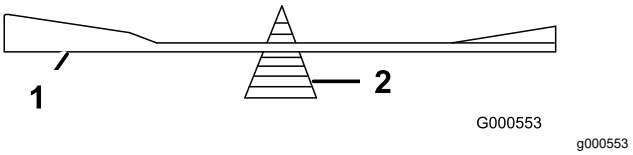

**Figur 109**
2. Kontroller knivens balance ved at placere den på en afbalanceringsenhed (Figur 109).